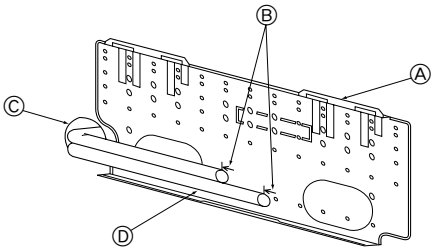

Fig. 3-4
3.2. Beim Einbetten der Rohre in die Wand (Fig. 3-4)